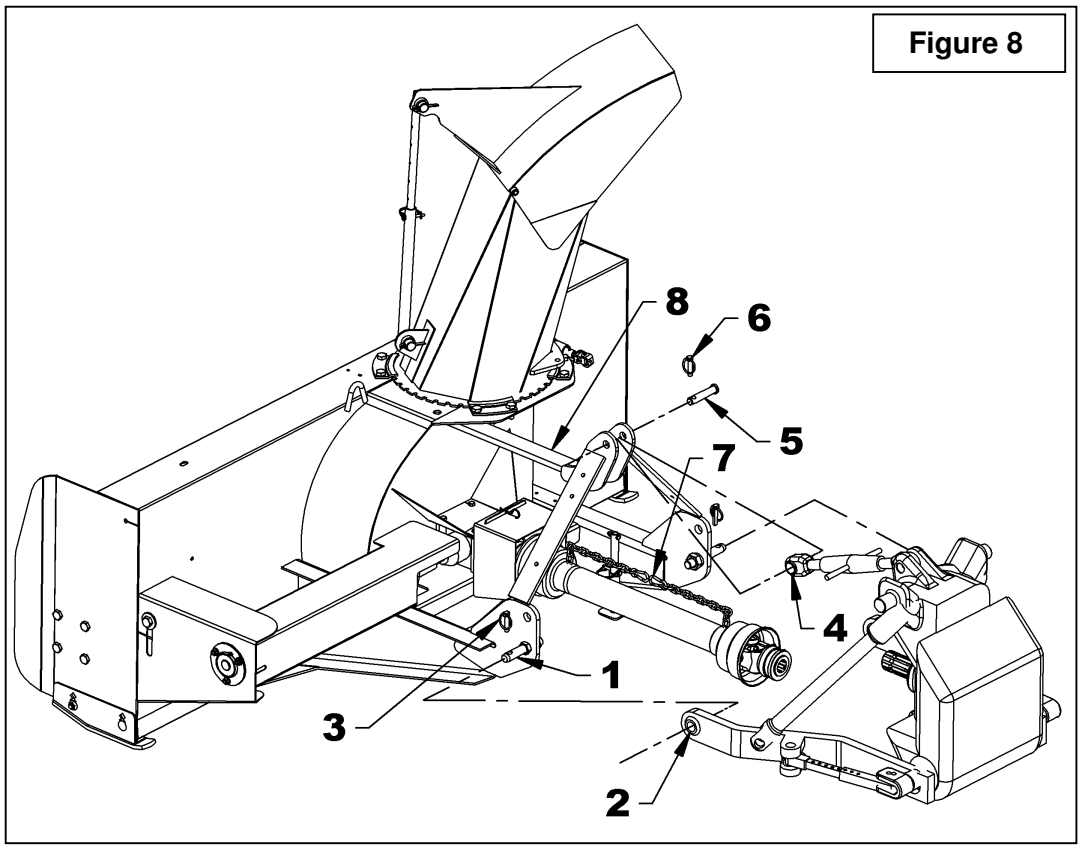

Figure 8
3. **Figure 8:** Détacher le bras supérieur (item 4) en retirant la goupille à anneau et la goupille (items 6-5).
4. **Figure 8:** Détacher l'arbre à cardan du tracteur et attacher la chaîne de sûreté (item 7) autour du fer plat de l'attache supérieure (item 8).
5. **Figure 8:** Détacher les bras inférieurs (items 2) des goupilles d'attache (item 1) en retirant les goupilles à anneau (items 3), desserrer les bras anti-oscillement et reculer le tracteur lentement.